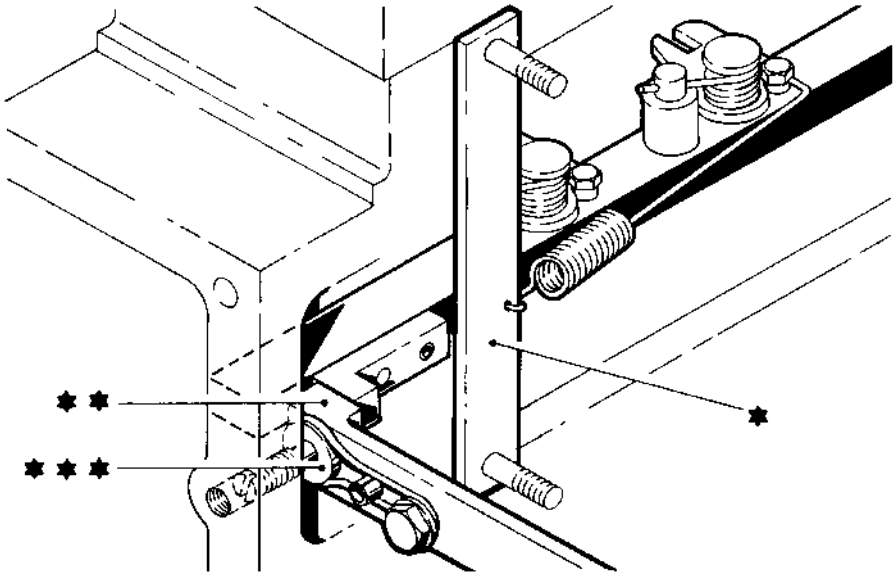
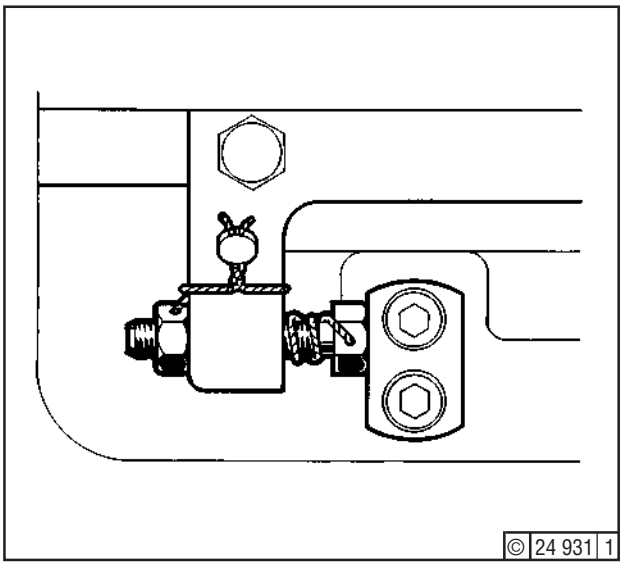

Fig. 7
Fig. 9
5. Use tools (*) - Fig. 7 - to pull control rods of all injection pumps against the gauges (**) contacting check stops (***) at points A18 and A19.
Then, at the right-hand end of the link (*) (point A24), adjust the length of the link by means of the eccentric (**) so that the control rods contact the check stops without pressure, with the gauges inserted (see Fig. 7). Insert new cheese-head screws according to tightening specification, see "Specification Data", Section 3.5, line 60. If the setting at the right-hand eccentric is insufficient , rectify at the left-hand eccentric.
7. Remove tools (Fig. 7). Move linkage in the direction "Stop" until one or more stop screws abut at points C12 and C13 (Fig. 9).